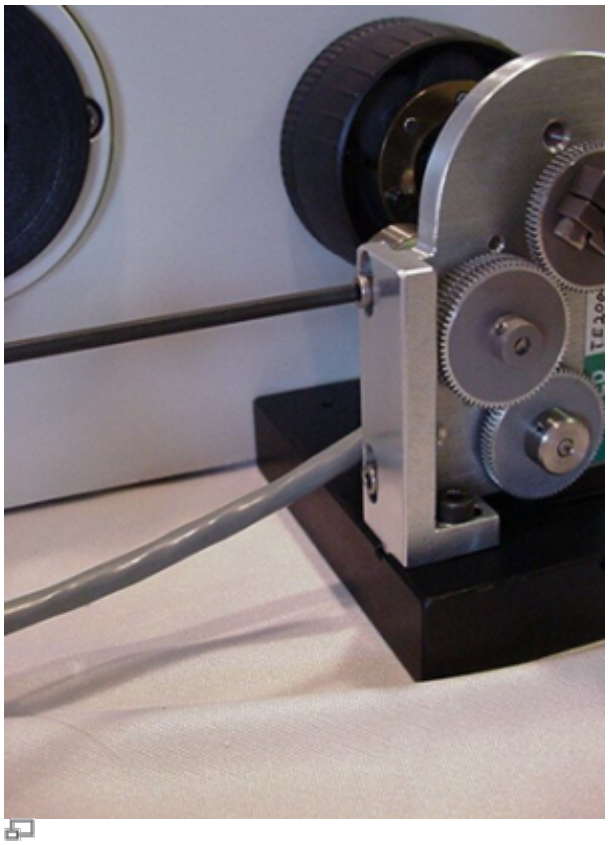

Figure 6 Loosen Vertical adjustment
a) Loosen the two Vertical screws that secure the drive to the adjustment bar as shown in figure 6. Use the 7/64“hex wrench. Loosen the screws just enough so that the drive can slide easily in the groove in the adjustment bar.